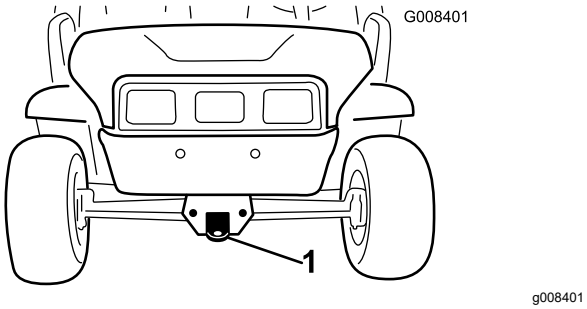
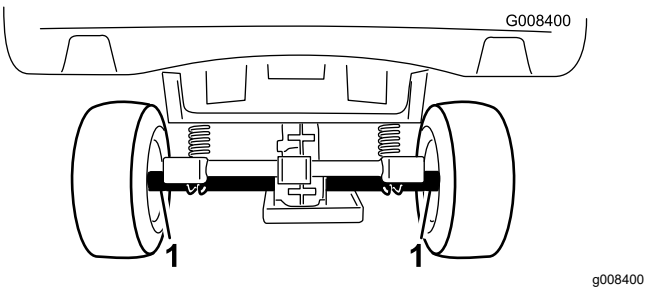

Figuur 22
Figuur 23
Gebruik een aanhanger met oprijplaten over de gehele breedte om de machine over lange afstanden te transporteren. Zorg ervoor dat de machine stevig is bevestigd op de aanhanger. Zie Figuur 22 en Figuur 23 voor de plaats van de bevestigingspunten van de machine.
2. Bevestig een sleepkabel aan de lip op de voorzijde van het machineframe (Figuur 22).